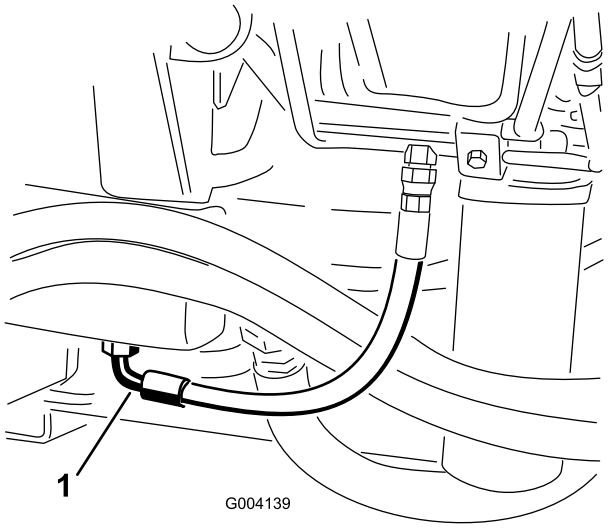

Figur 58
2. Plasser et stort tappefat under nippelen som er festet til bunnen av den hydrauliske væskebeholderen (Figur 58).